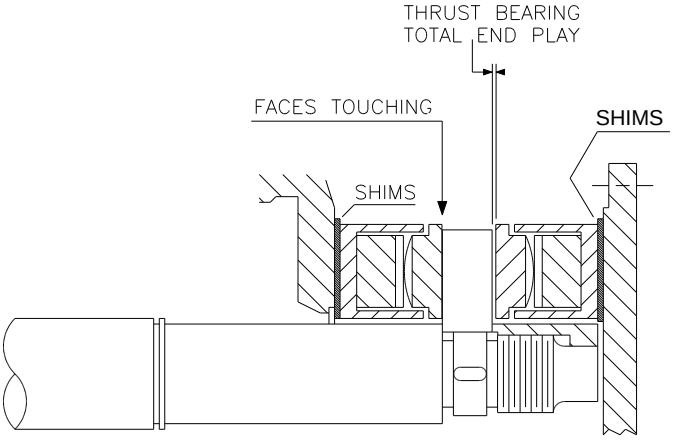

Figure 6.5
j) Check that rotor is axially centralized, and establish total thrust end play, (about 0.28 mm) by using shim or machining at inner face of thrust bearing cover. See Fig. 6.5